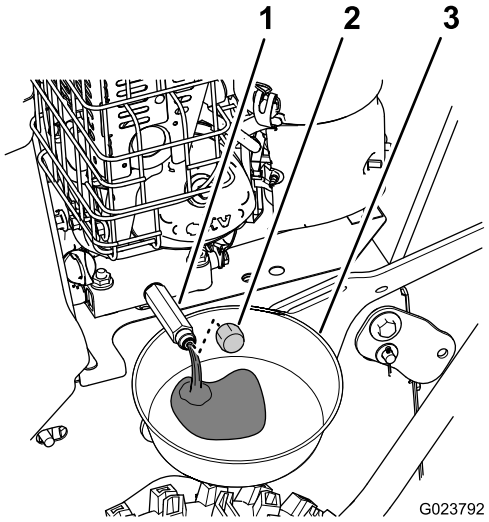

Rysunek 26
1. Umieść miskę pod spustem oleju i zdejmij korek spustowy (Rysunek 26).